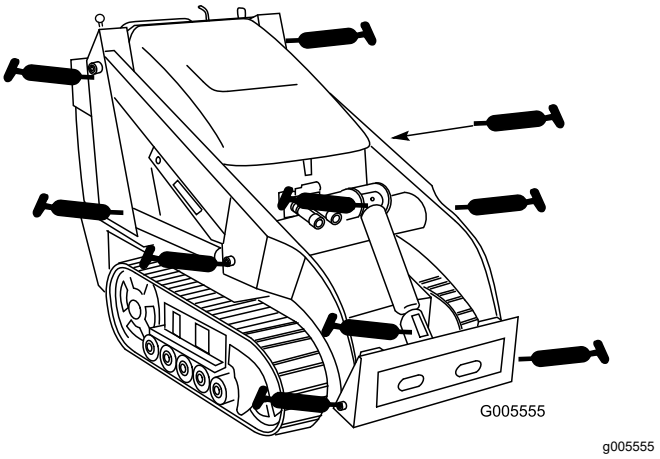
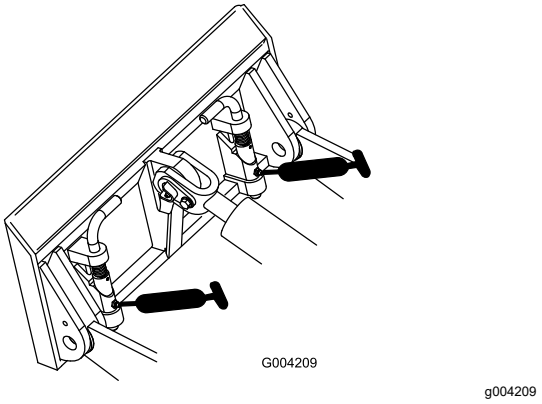

Figuur 30
Figuur 31
4. Sluit een smeerpistool aan op elke smeernippel (Figuur 30 en Figuur 31).